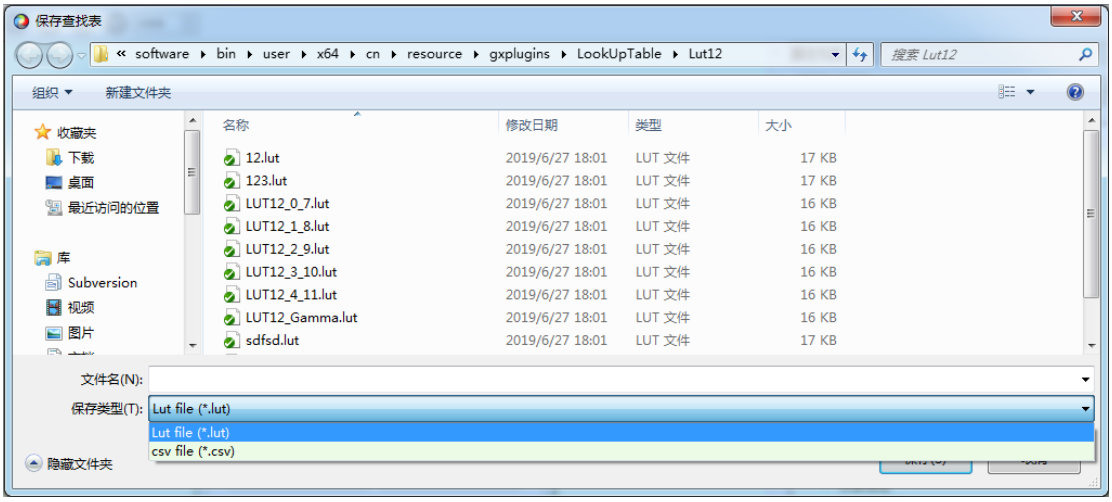

图 9-6 Lut 保存到文件
1. 选择 Lut 保存到文件中时，可以将当前的 Lut 查找表数据保存到本次文件中，保存的文件包含两种格式 lut 和 csv，如图 9-6 所示。